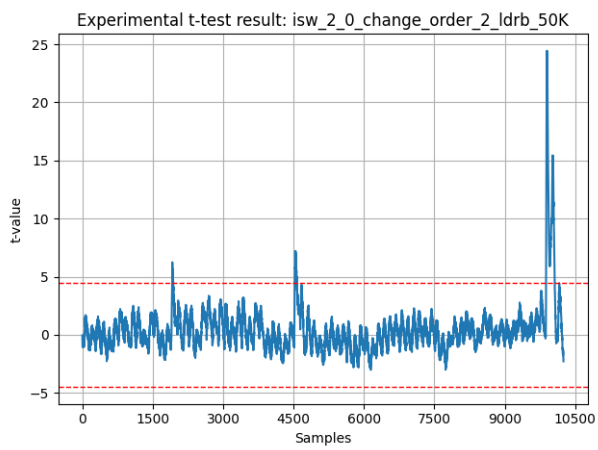

Figure 5.15: Experimental T-test result of isw-2-without-b-0 - patch: Changing the order of two ldrb(Setup: 250MSa/s, 10250S, 4ns, 2MHz)
1) Changing the order of the 2 LDRB instructions (delay on switching wires) (Listing 5.6, Figure 5.15)